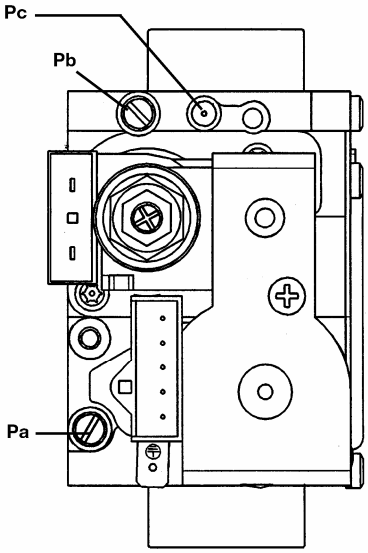

Рис. 10
- Открутить винт на штуцере (**Pb**, рис. 10) и присоединить к штуцеру (**Pb**) манометр.
- Проверить динамическое входное давление газа (штуцер **Pb**, рис. 10). Номинальные давления: **20 мбар** для природного газа, **37 мбар** для пропана.
- Открутить винт на штуцере **Pa** (рис. 10) и присоединить к штуцеру **Pa** манометр.